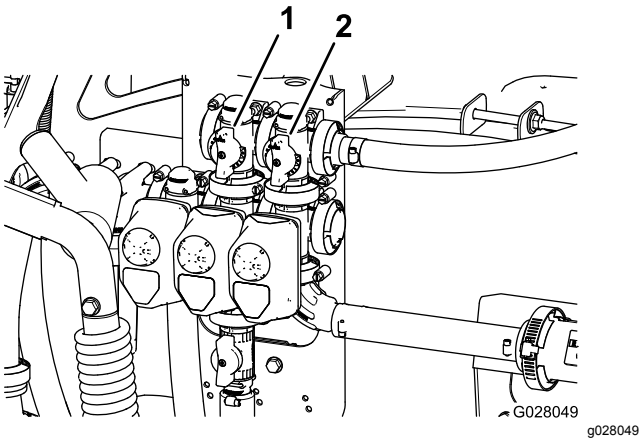

Figur 20
11. Juster omløpsventilen for risting (Figur 20) på baksiden av risteventilen helt til trykkmålingen viser 6,9 bar.
9. Juster hovedseksjonsomløpshåndtaket for å kontrollere hvor mye risting som skjer i tanken (Figur 20).